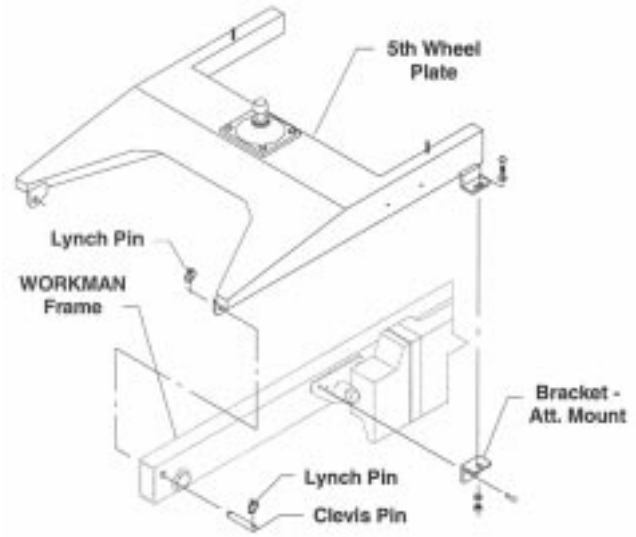

Figure 6
2. Attach both Bracket Attachment Mounts (92–2667) to both sides of the Workman, using the rear two bolts of the main engine support tube. Do not tighten these bolts at this time. (Fig. 6)
3. Set the 5th wheel plate on top of the Workman frame channels. (Fig. 6)
4. Attach 5th wheel hitch plate to rear of frame using both clevis pins (92–1233) and secure with lynch pins (92–1298). (Fig. 6)
5. Connect front of 5th wheel hitch plate to bracket attachment mounts using (2) 1/2” x 1–1/4” bolts, (4) flat washers and (2) lock nuts. Tighten all six bolts. (Fig. 6)